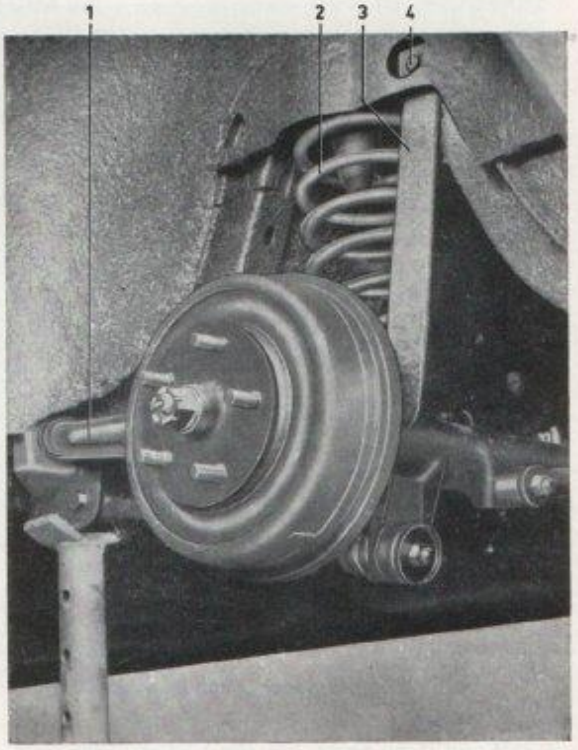

Bild 9-3. Bakfjäder
4. Skruva loss nedre fästet för stötdämparen (bild 6) och övre fästet för stötdämparbandet (4, bild 9-3) på båda sidor. Lossa främre bärarmsfästena något.
Mellan vardera bärarmen och karossen är monterade stötdämparband (3, bild 9-3). Dessa förhindrar skador på bakre stötdämparna genom att de begränsar hjulslagen nedåt. Uppåt begränsas hjulslagen av gummibuffertar.